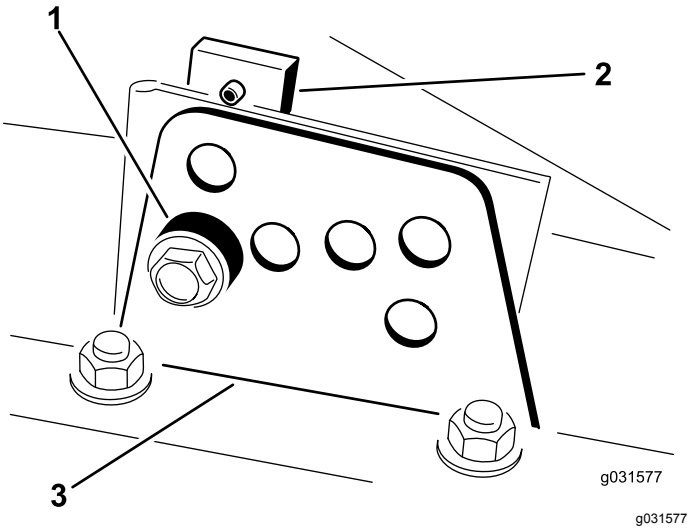

Figur 19
2. Lossa den skruv som fäster respektive klipphöjdsfäste på klipphöjdsplattan (längst fram och på vardera sidan) (Figur 19).
4. Ta bort distansbrickan samtidigt som du stöttar kammaren (Figur 19)